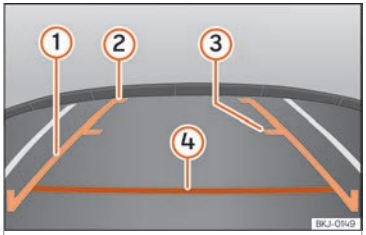

Fig. 169 Display on the Infotainment system screen.: guide lines.
- **Vehicle load modifies the representation of the guide lines ››› Fig. 169. The width represented by the lines decreases with vehicle load. Pay special attention to the surroundings when the inside of the vehicle of the luggage compartment are loaded.**
Meaning of the orientation lines ››› Fig. 169